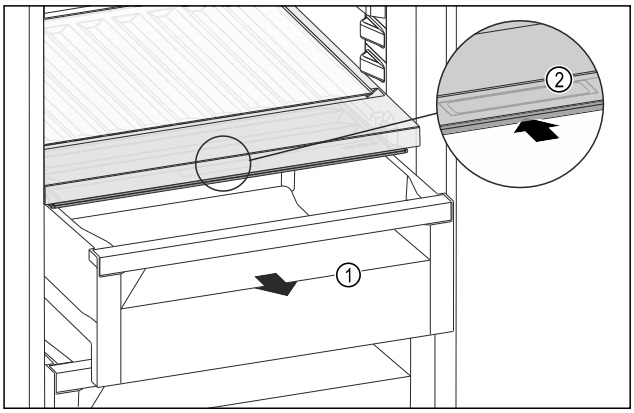

Fig. 196
▶ Izvelciet atvilktni *Fig. 196 (1)*.
▶ Satveriet nodalījuma vāka roktura padziļinājumu *Fig. 196 (2)* un vienlaikus pabīdiet nodalījuma vāku uz aizmuguri.